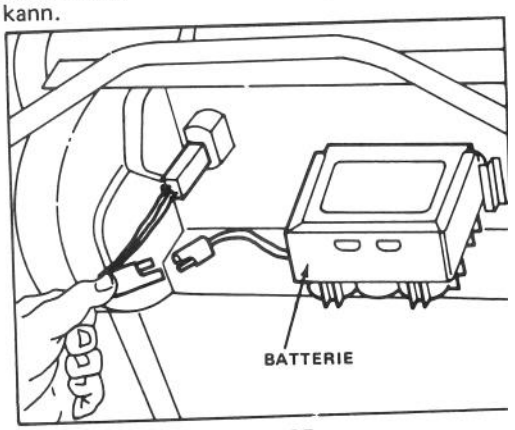

Bild 25
1. Motor abstellen und Kabelbaum von der Batterieklemme trennen (Bild 25).